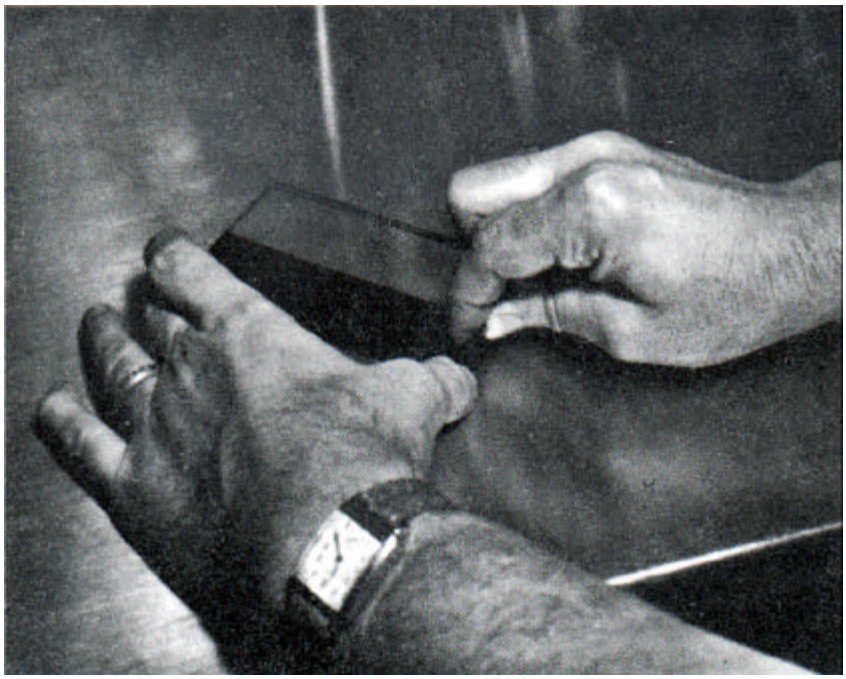
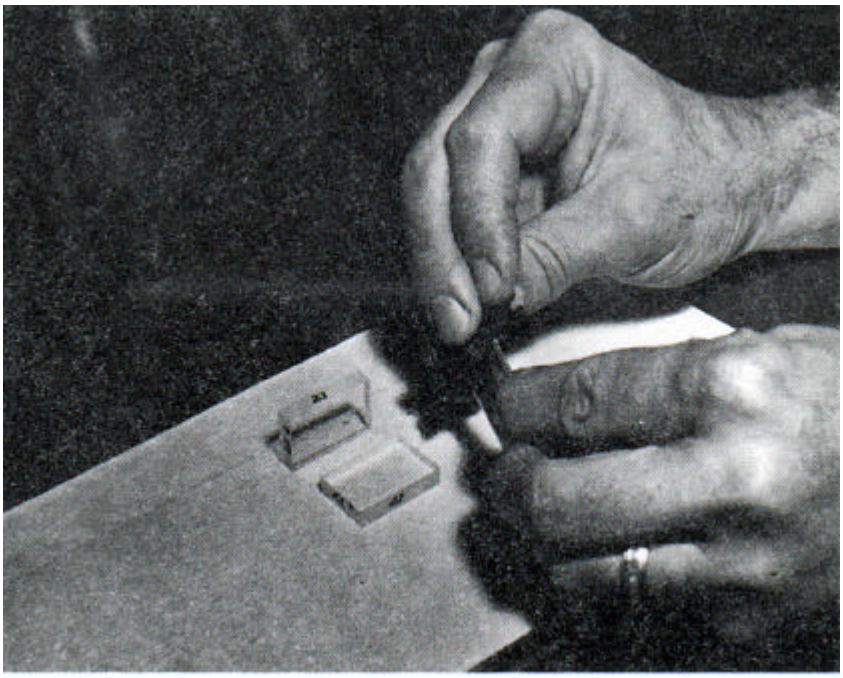

FIGURE 5
FIGURE 6
7. Remove the plates from the evaporation box as they are used, and with a razor blade scrape all of the asphalt from all of the evaporation plates used for a sample (see Figure 5). Divide the asphalt for testing (see Figure 6). (Three evaporation plates per sample will usually provide a sufficient amount of asphalt for micro-viscosity and micro-ductility testing.)